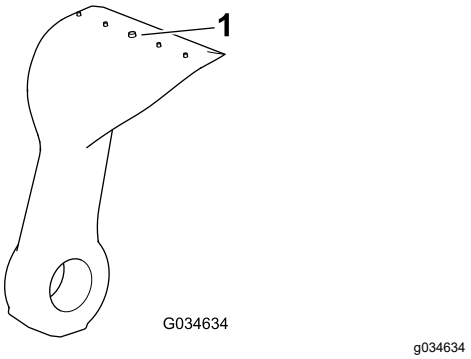

**Figur 79**
4. Efterse hver skærekniv for overdrevent slid vha. slidlinjen (Figur 79). Når en skærekniv er slidt ned til slidlinjen, skal skærekniven udskiftes.